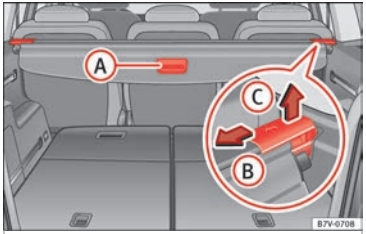

Bild 164 I bagageutrymmet: hatthylla
- Dra hyllans handtag ››› **bild 164** Ⓐ bakåt.
- Frigör hyllan i pilens riktning ››› **bild 164** (B).
- Lyft av hyllan i pilens riktning ››› **bild 164** (B).
- Frigör hyllan i pilens riktning ››› **bild 164** (B) och lyft ut den i pilens riktning (C).